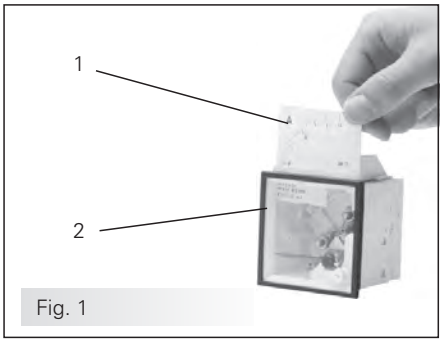

Fig. 1
En cas d'instruments de mesure pour connexion au transformateur d'intensité n/1A (fig. 1, pos. 2), un volet disposé sur la partie supérieure de l'instrument de mesure permet d'échanger les cadrans interchangeables (fig. 1, pos. 1).